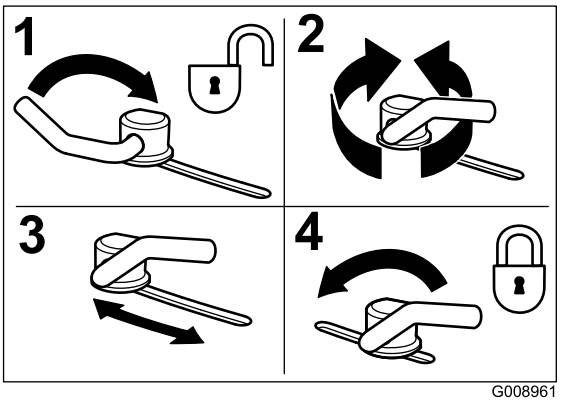

**Figure 29**
3. To adjust the cam locks, swing the lever up to loosen the cam lock (Figure 29).
5. Swing the lever back over to tighten the baffle and cam locks (Figure 29).